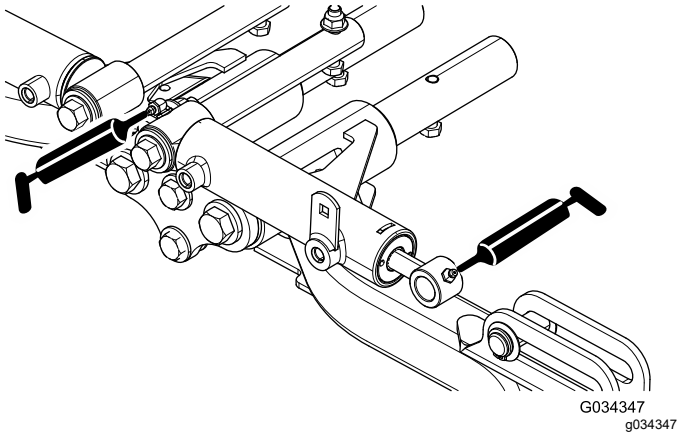

Figuur 57
- Draaipunten en hefcilinders voorste hefarm (3 elk); zie Figuur 57.